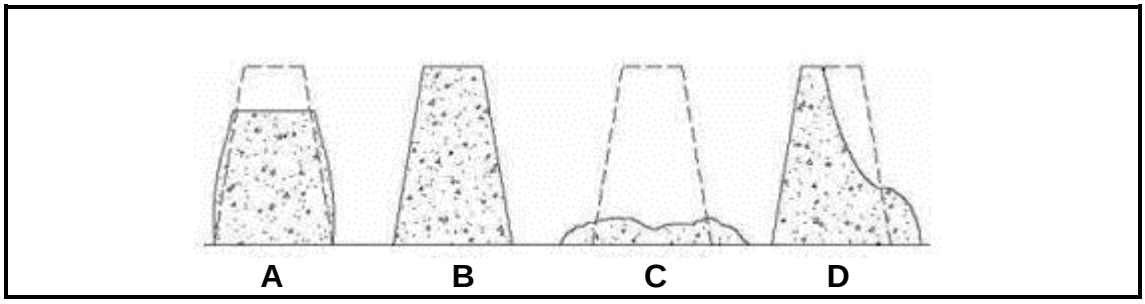

FIGUUR 1
4.4 FIGUUR 1 hier onder toon 'n diagram met die resultate van verskillende saktoetse op versterkte mure. Die toetsresultate is van A tot D genommer.
Noem en verduidelik elke toets (A–D) in FIGUUR 1 se resultate en stel oplossings voor om die mengsel aan te pas indien nodig.